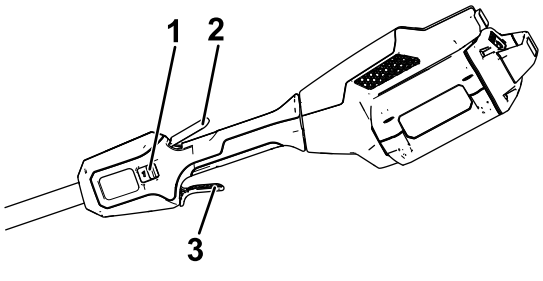

**Figur 8**
4. Starta trimmern genom att trycka in spärreglaget och därefter trycka på reglaget för reglerbar hastighet (Figur 8).